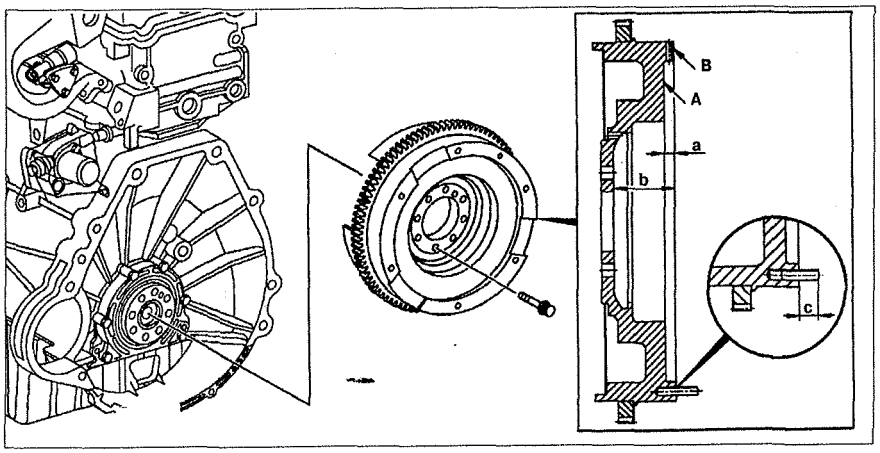

Рис. 2.58. Проверка и механическая обработка:
9. Измерьте базовые размеры **a** и **b** для обработки. Если полученное значение **b** меньше, чем допустимое, или если же требуемый запас поверхности сцепления **A** больше чем 1 мм, замените маховик. Если обрабатывается поверхность **A**, тогда необходимо обработать и поверхность **B** (см. рис.2.58). После обработки поверхность сцепления не должна давать усадку отверстий и/или иметь следов вибрации. Если метки или трещины глубже, чем допустимые, замените маховик. Размеры маховика приведены в таблице 2.5.